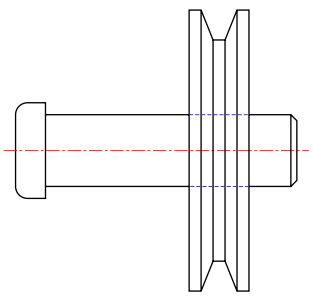

Fig. 10.18 The revised **spindle.dwg** drawing
7. Open the drawing **Fig16.dwg** and make changes as shown in Fig. 10.18.